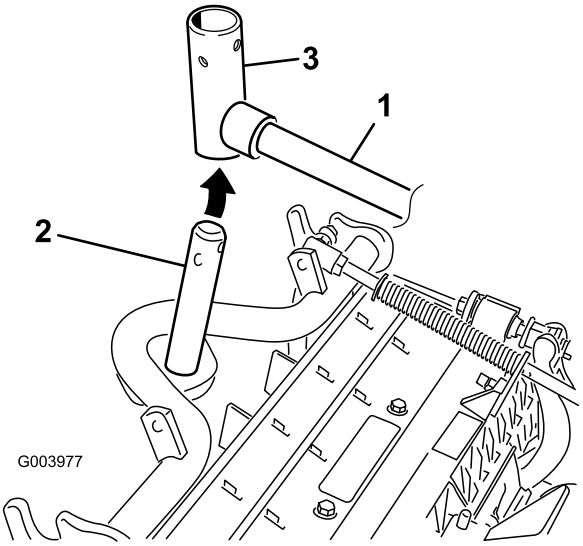

Figuur 8
7. Als u een voormaaidek monteert, moet u het maaidek onder de hefarm schuiven, terwijl u de as van het draagframe in het juk van het draaipunt van de hefarm steekt (Figuur 8).
B. Plaats het juk van de hefarm op de as van het draagframe (Figuur 8).